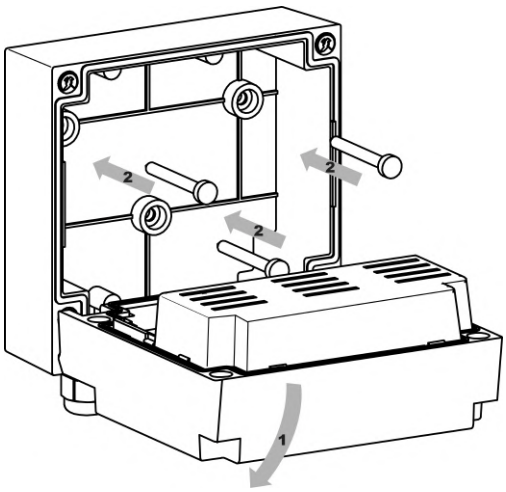

Рисунок 4.13 – Установка на стену
2. Откинуть вниз переднюю часть корпуса (см. рисунок 4.13, стрелка 1)
3. Прижать прибор к поверхности монтажа. Вставить в отверстия задней крышки саморезы из комплекта поставки (см. рисунок 4.13, стрелка 1). Закрутить саморезы в поверхность.